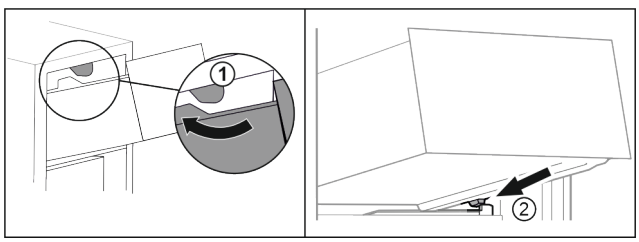

Fig. 102
▶ Обведите выдвижной ящик вокруг верхнего стопора. *Fig. 102 (1)*
▶ Наклоняя вниз, установите выдвижной ящик за нижние стопоры на контейнерное ребро. *Fig. 102 (2)*